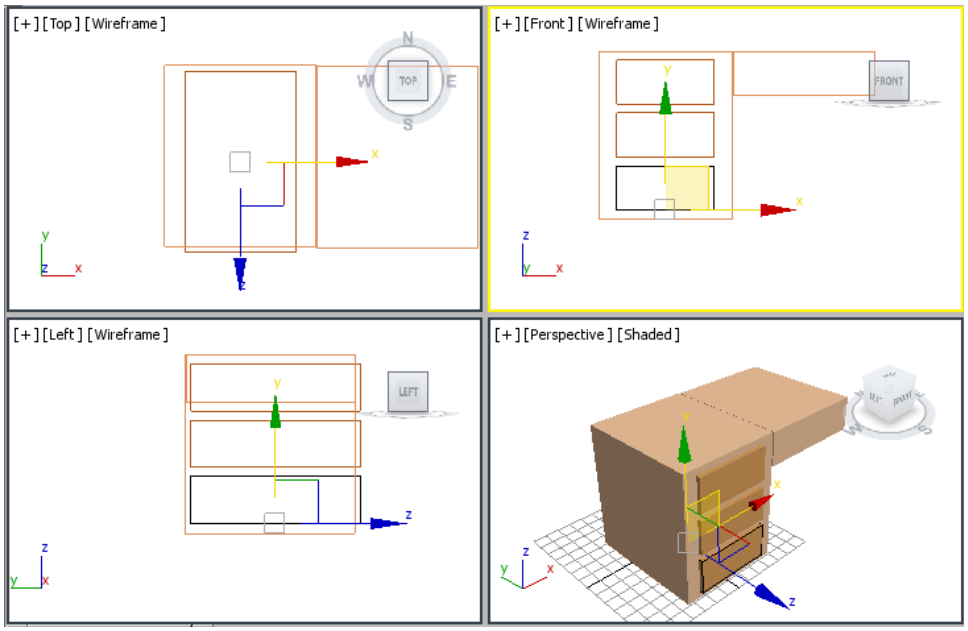

Figure 2-52 *The drawer002 and drawer003 geometry created after cloning drawer001*
2. Make sure the **Copy** radio button is selected in the **Object** area of the **Clone Options** dialog box. In the **Number of Copies** spinner, enter **2** to create two copies of *drawer001*. Next, choose the **OK** button; two drawers with same dimensions are created, as shown in Figure 2-52.